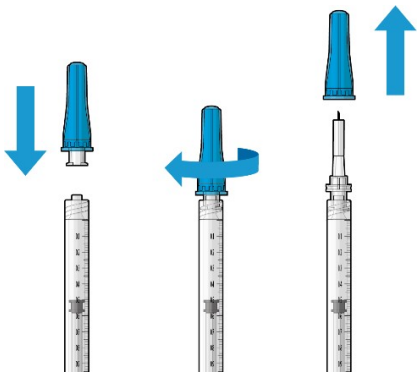

Figure 14
- Attach the initial fill needle firmly onto the syringe by screwing it tightly onto the Luer lock (Figure 14).